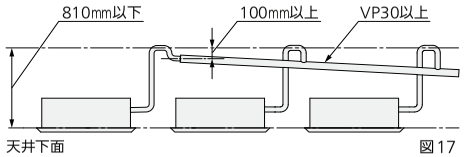

図17
- 集合ドレン配管を行う場合は1/100以上の下り勾配を付け、ドレン配管立ち上がり部より低くなるようにしてください。（100㎜以上）（図17）
- 集合ドレン配管の太さは集合した本体の台数分に見合うだけの太い配管（VP30以上）で施工してください。（図17）